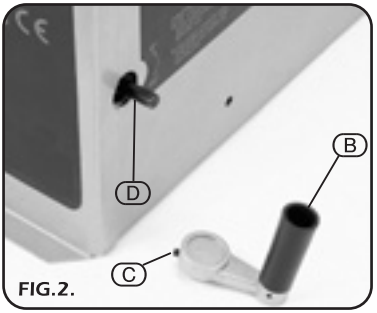

FIG.2.
Tighten the plain slot grub screw (C) making certain it firmly locks onto the spindle flat (D) (Fig.2).